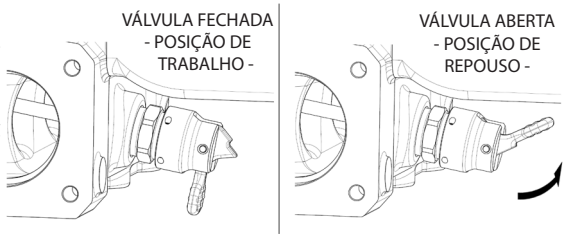

Fig. 10
**Para as posições de "trabalho" e de "repouso", veja Fig. 10.**